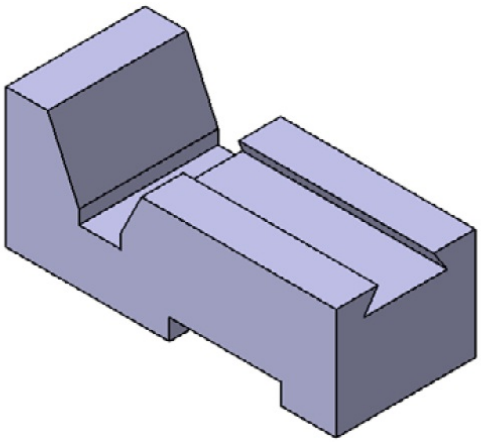

Figure 5-42 *The model after creating the second feature*
4. Select the **Up to next** option from the **Type** drop-down list and choose the **OK** button from the **Pocket Definition** dialog box to end feature creation. The model after creating the second feature is shown in Figure 5-42.